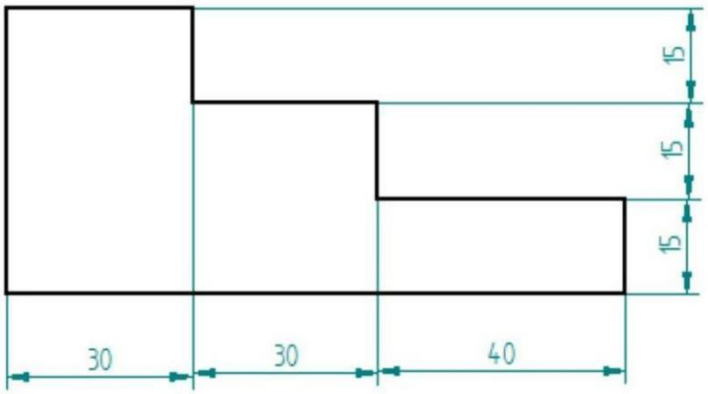

Fig.3
Draw Fig.3 to 1:1scale,1:2 scale & 2:1scale.
- Copy Fig. 3 to 1:1 scale and dimension it using both Aligned system & Uni-directional system.